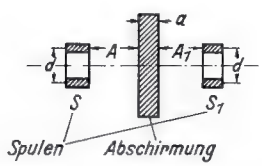

Bild 2. Gegenseitige Abschirmung zweier koaxialer Spulen (siehe Formel 2)
Wichtigster Fall: Zwei koaxiale Spulen ähnlicher Konstruktion und Größe sind durch eine ebene Wand abzuschirmen. Die folgende Formel (2) gilt genau für eine Abschirmung unendlich großer Ausdehnung; in der Praxis genügt es, wenn die Länge und Breite erheblich größer sind als d oder $A + A_1$ (Bild 2).